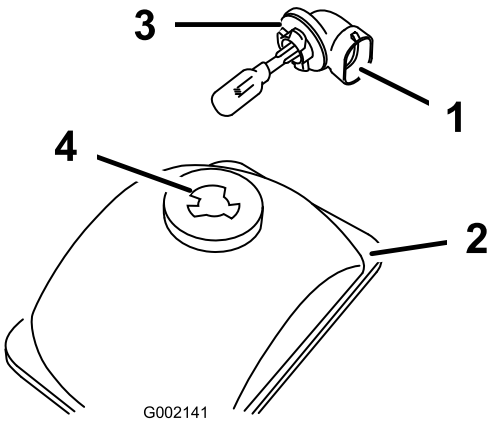

**Figure 39**
3. Reach beneath the dash and rotate the lamp assembly 1/4 turn counterclockwise (Figure 39).
8. Reach beneath the dash and align the three tabs on the lamp assembly with the slots in the reflector (Figure 39).